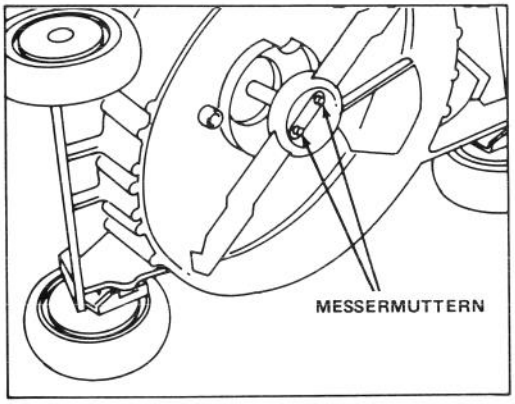

Bild 20
3. Mäher auf seine rechte Seite kippen (Bild 20). Drehen am Messer vermeiden. Startprobleme können sich ergeben.
5. ENTFERNEN DES MESSERS – Endstück des Mähmessers mit einem Lappen bzw. einem dicken Handschuh anpacken. Messermuttern, Schutznabe und Messer entfernen (Bild 20).